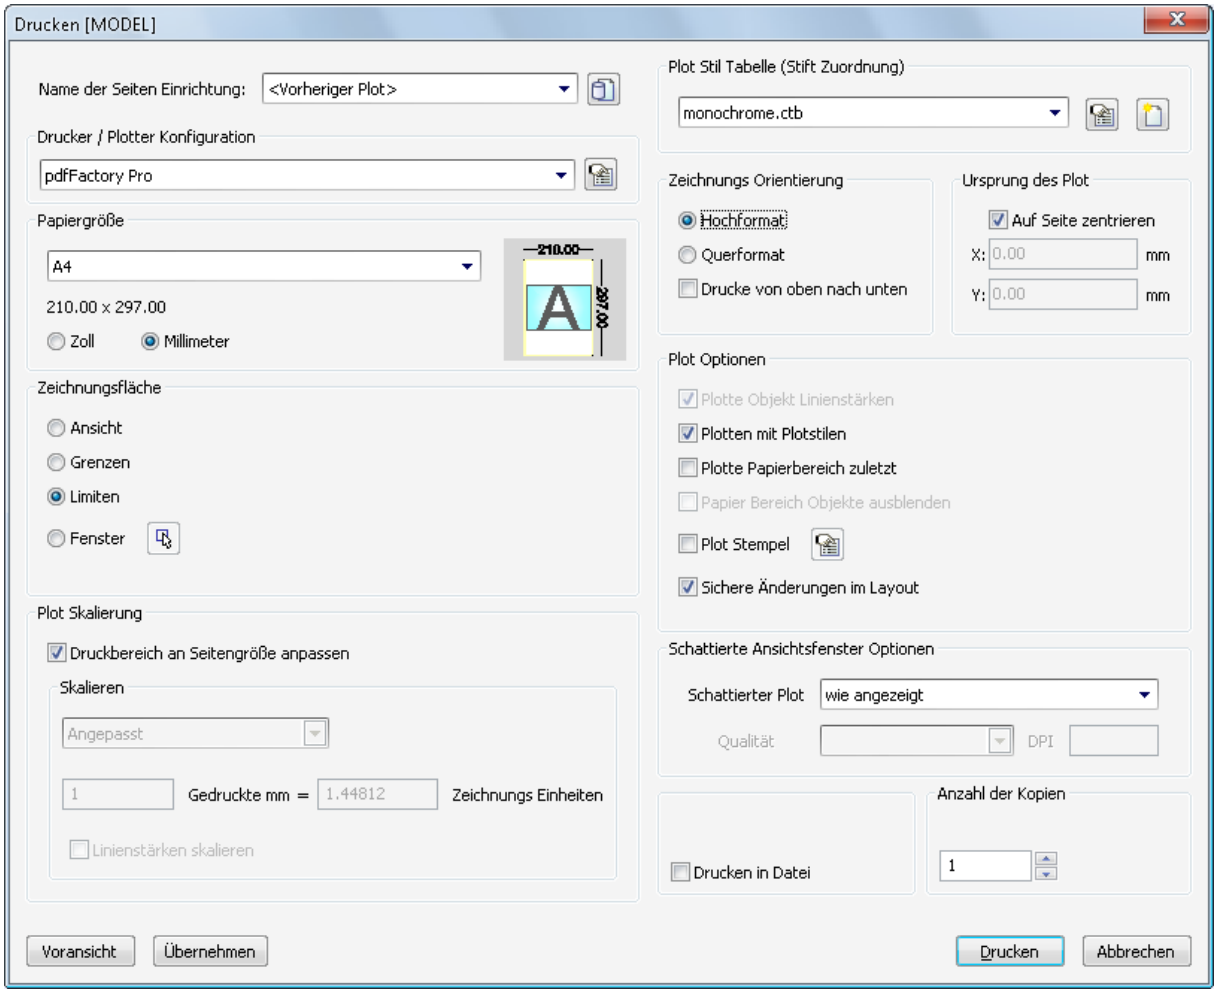

Bild 15.1 – Vorher: Druckerkonfiguration für TRIC DB
- Rufen Sie im Menü *Datei, Drucken* auf. Die BricsCAD-Druckerkonfiguration wird geöffnet (Abb. 15.1).